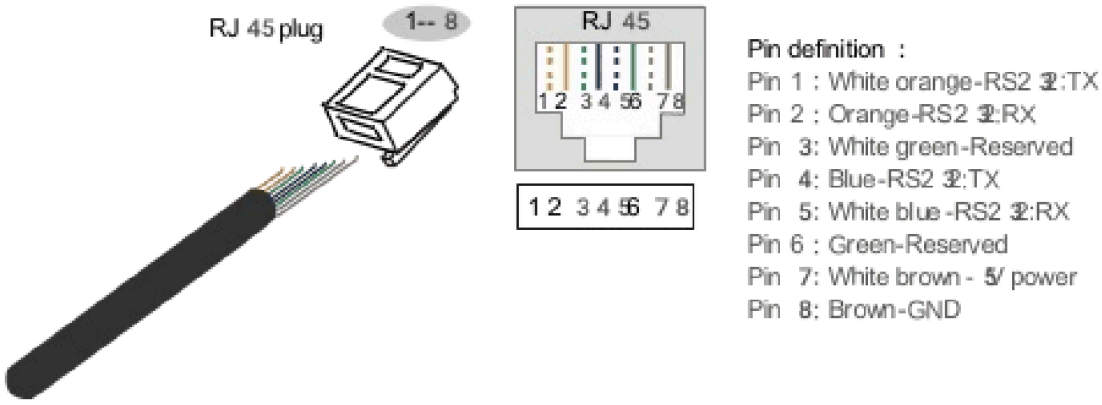

FIGURE 2-14 Pin definition of RS232
1. The RS232 port is used for RS232 serial communication with an external SNMP card. It uses an RJ45 connector; the pin assignment is shown in Figure 2-14.